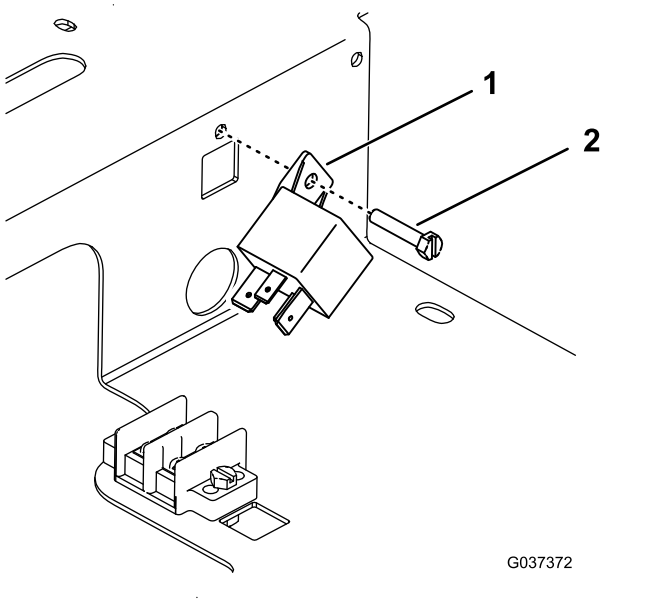

図 5
5. コンパートメントの側面にある平ナットに電源リレーをねじ留めする図 5。